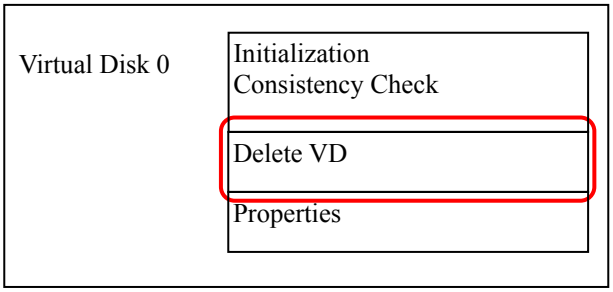

Figure B.2.6.1-8 Virtual Disk 0 Action window 2
(12) The delete virtual disk execution window is displayed as shown in Figure B.2.6.1-9.